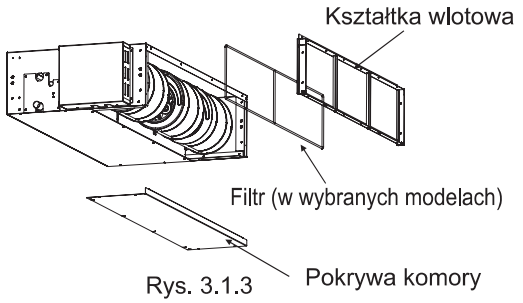

Rys. 3.1.3
(1) Zdemontuj kształtkę wlotową, a następnie zdemontuj pokrywę komory rozdziału powietrza. Wskazówki patrz rys. 3.1.3.